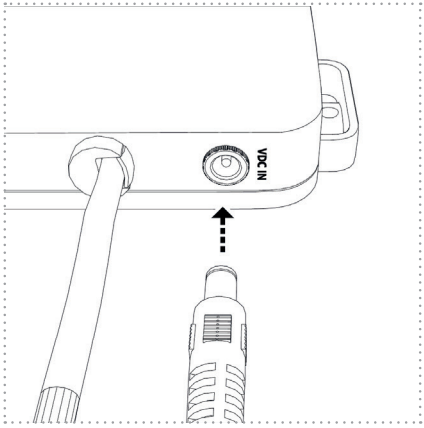

Figure 22
5. Now plug the connector of the power supply cable into the designated socket on the UV unit (Figure 22).
In winter and at sub-zero temperatures, ensure that the water in the UV unit and in the entire water system does not freeze. If this cannot be guaranteed, open all water consumers/fittings and let the pump run until no more water comes out of the fittings. For safety, now remove the hose on the water outlet side to the UV unit so that any water residues can drain out (see Figure 22 or ***4.3.4 Releasing Push-In Connectors (p.50)***). Place a towel or container under the UV unit for this purpose.